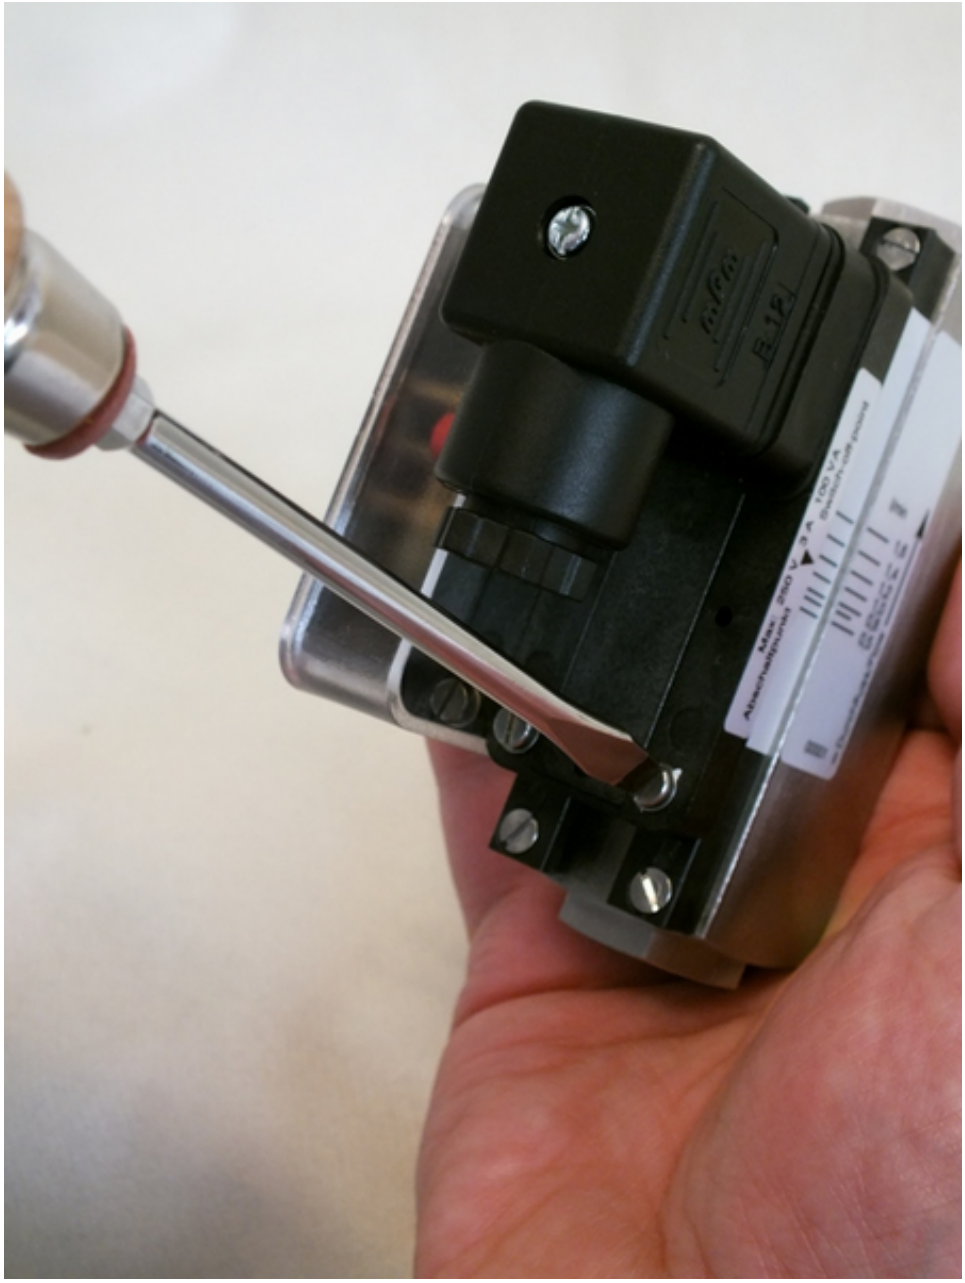

Abb. 73: Feststellschrauben lösen
3. Feststellschrauben (*Abb. 73*) des Schaltkontaktes mit einem Schlitzschraubendreher so weit lösen, dass er sich frei verschieben lässt
11. Feststellschrauben (*Abb. 73*) wieder festdrehen, dabei Anziehdrehmoment einhalten (➡ *Kapitel 11.1 „Anziehdrehmomente“ auf Seite 98*)